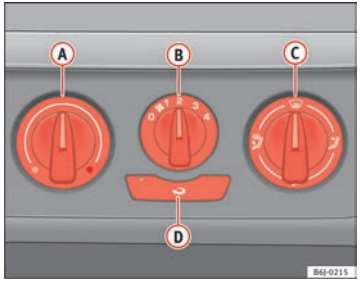

Fig. 85 Heating controls on the dash panel
– Using the controls (A) and (C) and with the switch (B) ⇒ fig. 85 you can adjust the temperature, the air distribution and the blower speed.
– Press the button (D) to switch air recirculation mode on or off. When the function is activated, a warning light on the button is turned on.